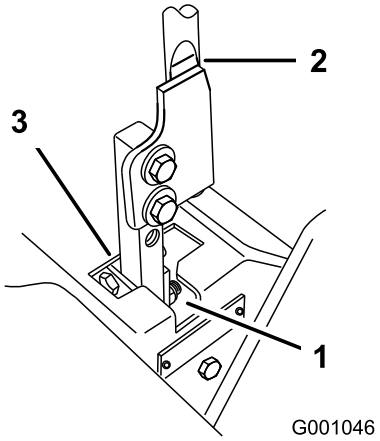

Figuur 70
5. Zet de hendel in de neutraalstand zonder deze te vergrendelen (Figuur 70).
6. Trek de hendel naar achteren totdat de gaffelpen (op de arm onder de draaias) contact maakt met het uiteinde van de sleuf (en net druk op de veer begint uit te oefenen) (Figuur 70).
7. Controleer of de hendel de juiste stand heeft ten opzichte van de inkeping in het bedieningspaneel (Figuur 70). De hendel moet in het midden staan zodat deze naar buiten kan draaien en worden vergrendeld in de neutraalstand.